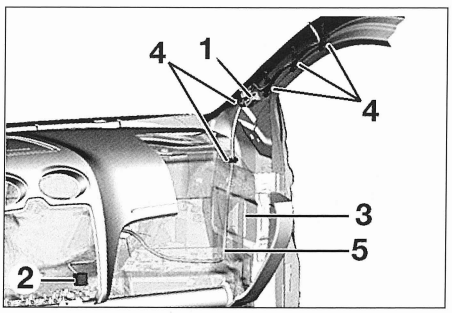

FIG. 74
• Sacar el conector (1) del cableado de techo **(fig. 74)**.